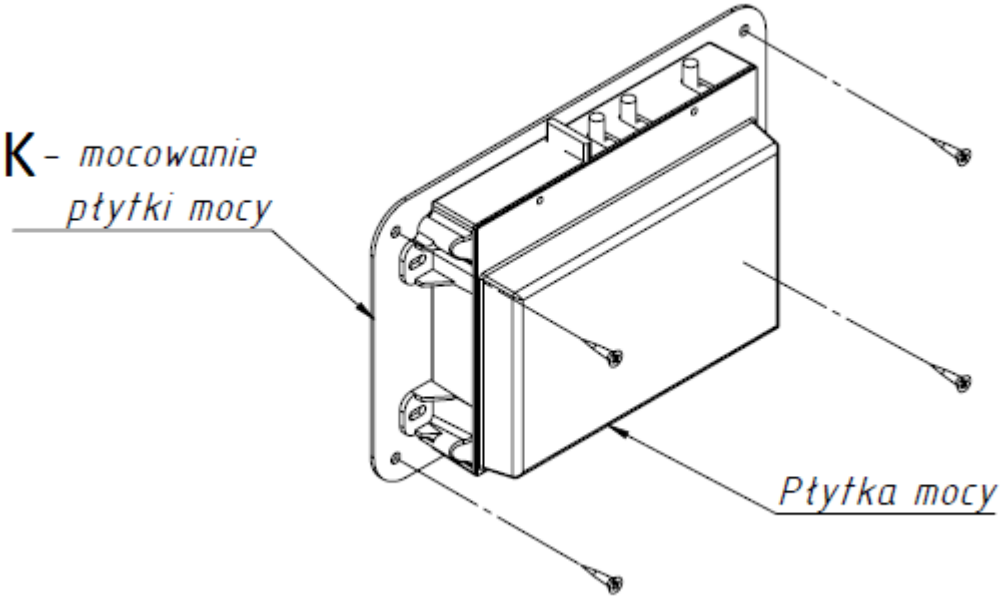

Rys.34A
23. Mocowanie płytki mocy (K) wraz z przykręconą płytką mocy przykręcić do tylnej ściany szafki. (Rys.34A)